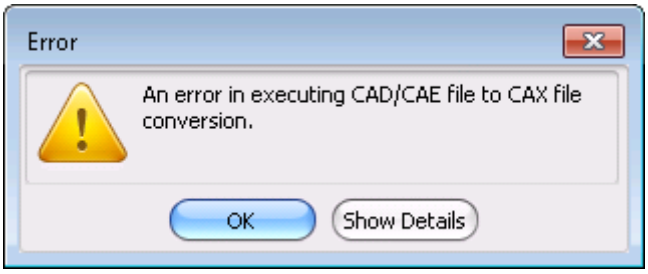

Figure 136: VCollab error message at unsuccessful conversion to .cax-format
- If the VCollab converter returns an error or has terminated, the message in Figure 136 will appear. This will, for example, happen when the file does not include geometry, but only load cases. The uploaded file will anyhow have been uploaded and will be accessible through the client; no .cax-file will have been produced.